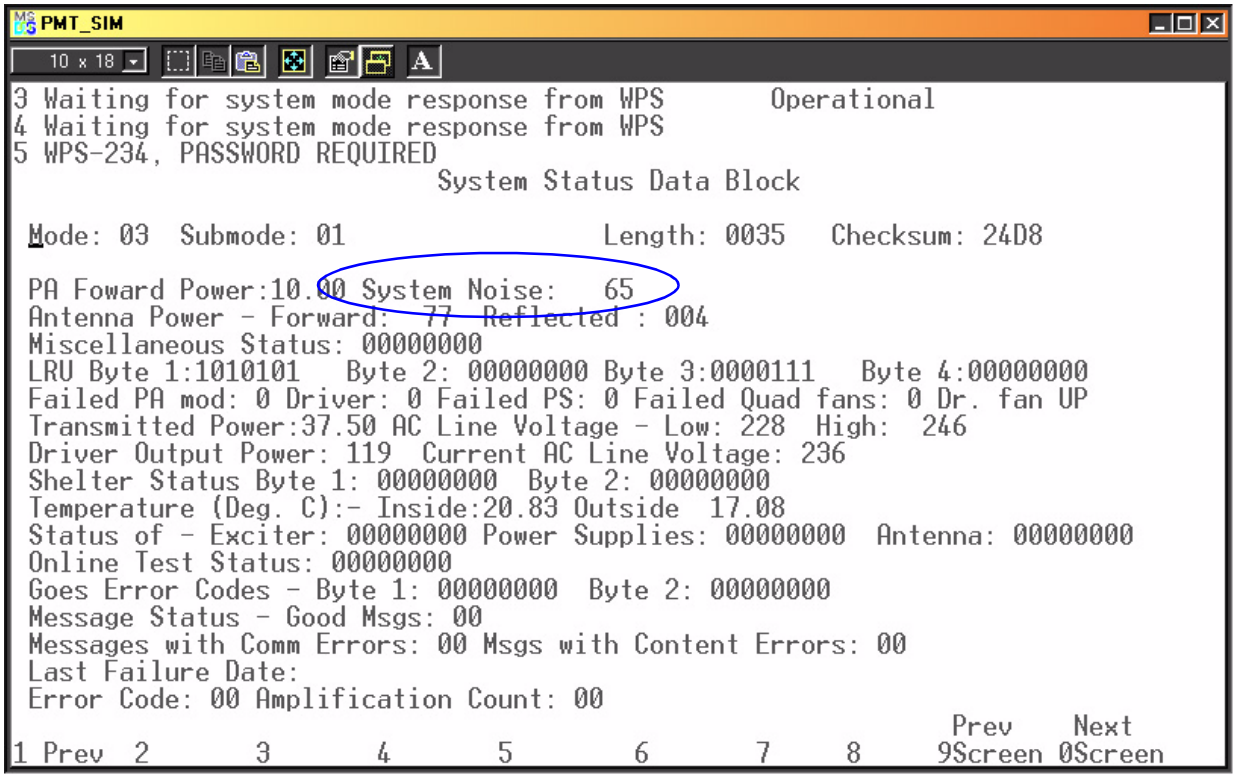

Figure 5-4 Profiler Maintenance Terminal Status Data Block Screen
6. Select *Display Current Output* from the PMT Main Menu. Select *Landline* from the menu. Select *Status Data* from the menu. The *System Status Data Block* screen will appear on the PMT (see Figure 5-4).